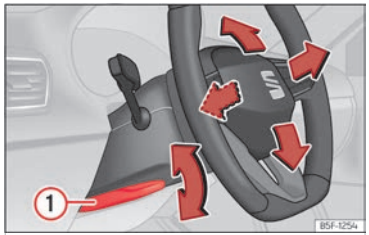

Fig. 92 Palanca en la parte inferior del lateral izquierdo de la columna de dirección.
• Tire de la palanca ››› fig. 92 ① hacia abajo, mueva el volante hasta la posición deseada y vuelva a subir la palanca hasta el punto de cierre.
• Tras ajustar la columna de la dirección, empuje firmemente la palanca ››› fig. 92 ① hacia arriba para que el volante no cambie de posición accidentalmente durante la marcha.